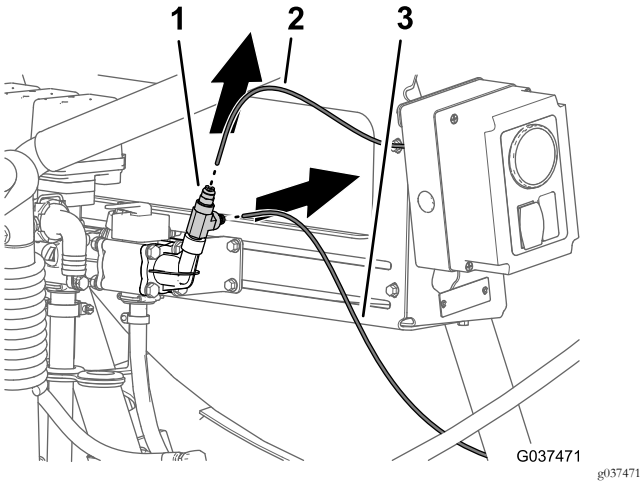
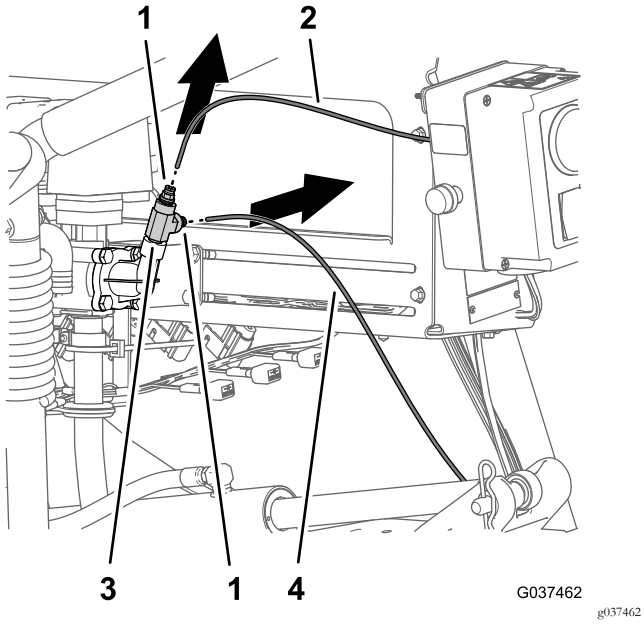

Figuur 11
Figuur 12
1. Druk de kragen in voor de buiskoppelingen in de T-fitting in de drukpoortfitting (Figuur 11 of Figuur 12).
2. Verwijder de druksensorbuis voor de meter op het dashboard van de buiskoppeling (Figuur 11 of Figuur 12).
3. Verwijder de druksensorbuis voor de drukmeter van het spuitpistool of van de buiskoppeling (Figuur 11 of Figuur 12).